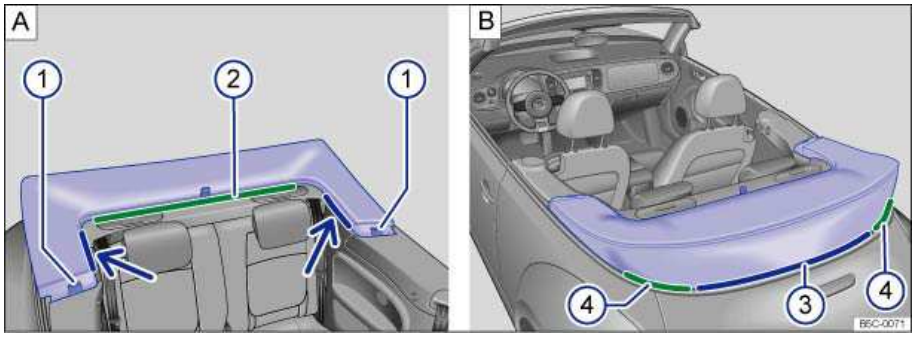

Fig. 38 With the convertible top open: Convertible top cover.
- Snap the clips on either side of the convertible top cover ⇒ fig. 38 **A** (1) into place on the rear side of the trim panels above the rear seats.
- Insert the front area of the convertible top cover **A** (2) behind the Automatic Rollover Support System.
- Insert the rear area of the convertible top cover **B** (3) next to the seal above the luggage compartment lid until the edge of the convertible top cover is completely tucked under the seal and the seam is no longer visible.
- Press the left and right sides of the cover into the retainer completely **B** (4).